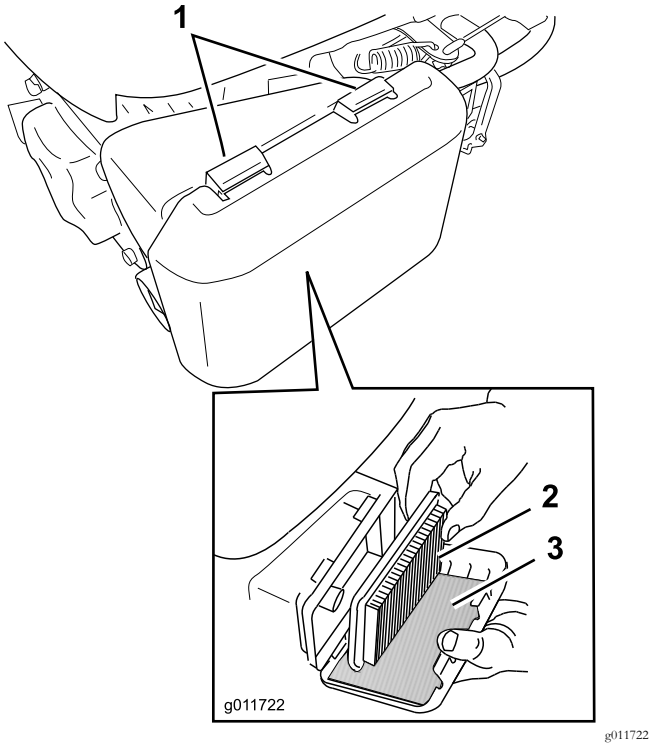

Figure 38
1. Appuyez sur les languettes de verrouillage en haut du couvercle du filtre à air (Figure 38).
3. Retirez l'élément en papier et le préfiltre en mousse (Figure 38).